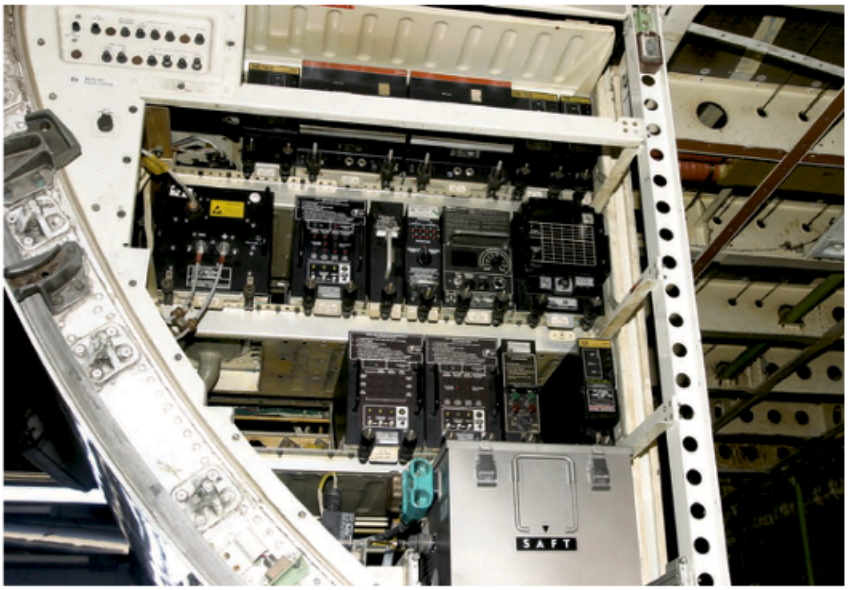

Figure 6-1-1. The electronics bay of a Boeing 757 contains the LRUs for the avionics.
- Remote mounted Line Replaceable Units (LRU) (Figure 6-1-1) with panel mounted control heads. Airliners have the LRUs mounted in a separate electronic equipment bay.